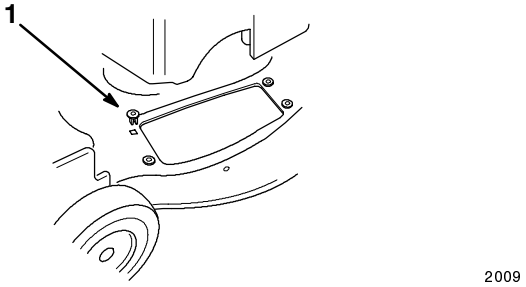

**Figure 46**
6. Install four grommets supplied with the grass catcher into the four square holes in the lawn mower (Fig. 46).